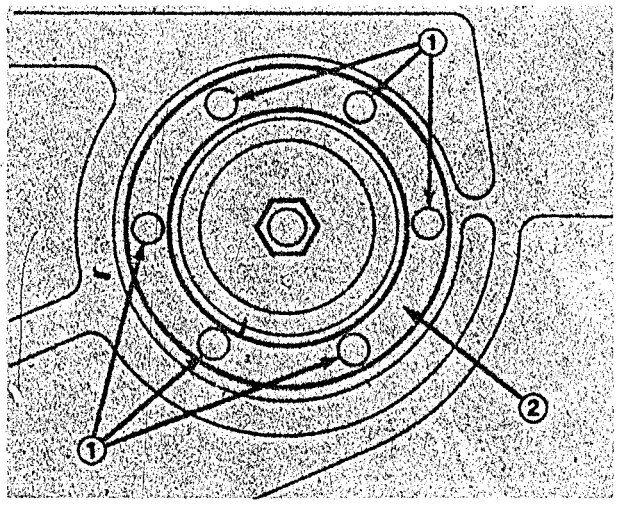

Figure 2
4. Remove six flange bolts and nuts holding spindle housing assembly and support ring against cutting unit (Fig. 2). Slide spindle housing assembly out bottom of cutting unit.